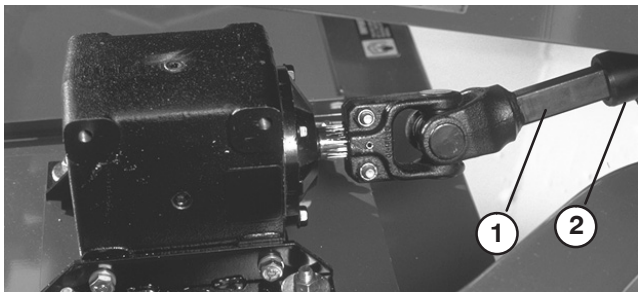

Figure 3
5. Stop engine and slide cutting unit away from traction unit, separating male and female sections of PTO shaft (Fig. 3).
3. Remove belt from right spindle pulley (Fig. 3).